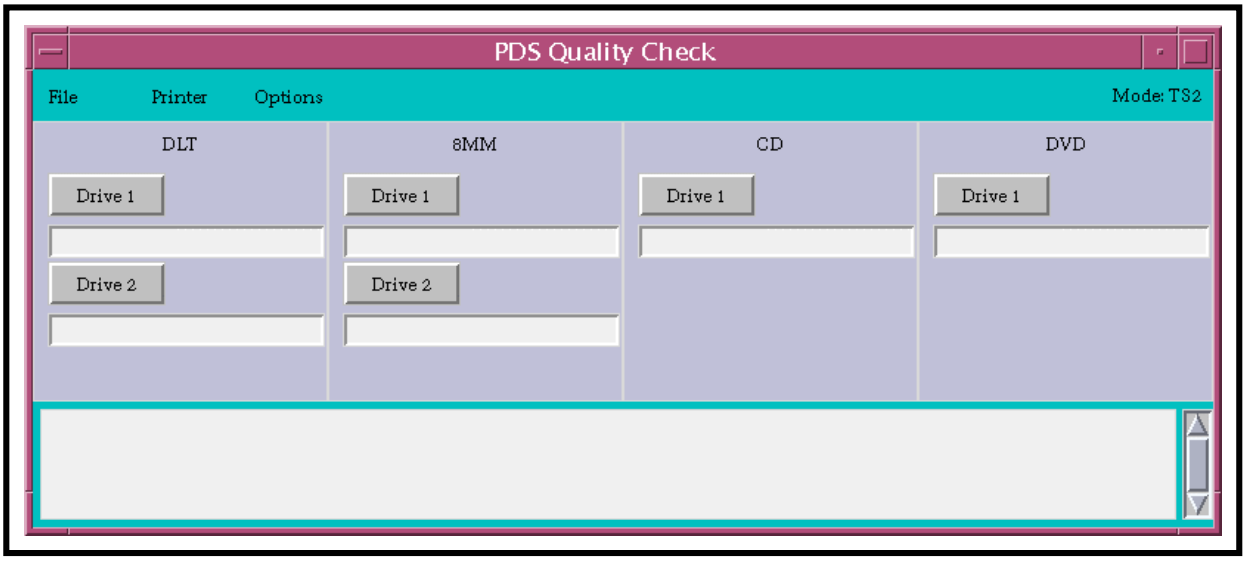

Figure 80. PDS Quality Check GUI
- The **PDS Quality Check** GUI (Figure 80) is displayed.
3 To check the printer selection click on **Printer** near the top of the **PDS Quality Check** GUI (Figure 80).
5 To check the print options click on **Options** near the top of the **PDS Quality Check** GUI (Figure 80).